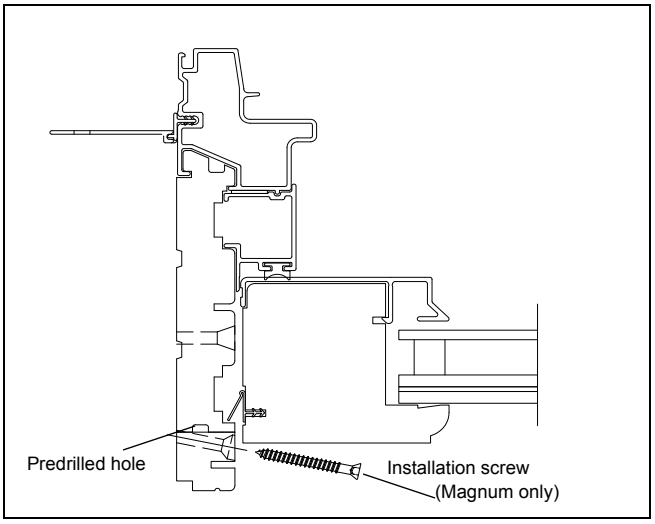

Figure 2
2. For unit with sash installed, install the units per the supplied installation instructions. If supplied, use jamb installation screws and predrilled holes in jamb. See figure 2. Proceed to step 6.